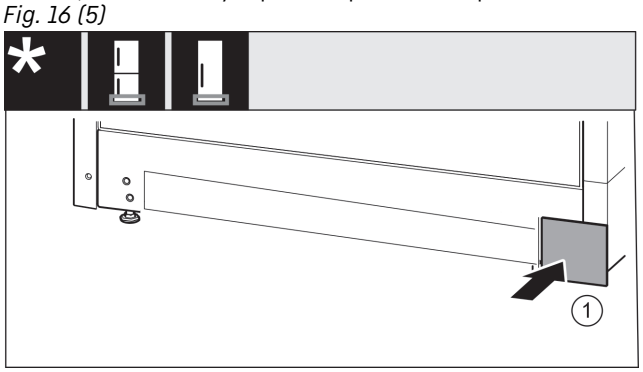

Fig. 17
- ▶ Снова установите крышку с другой стороны. *Fig. 17 (1)*